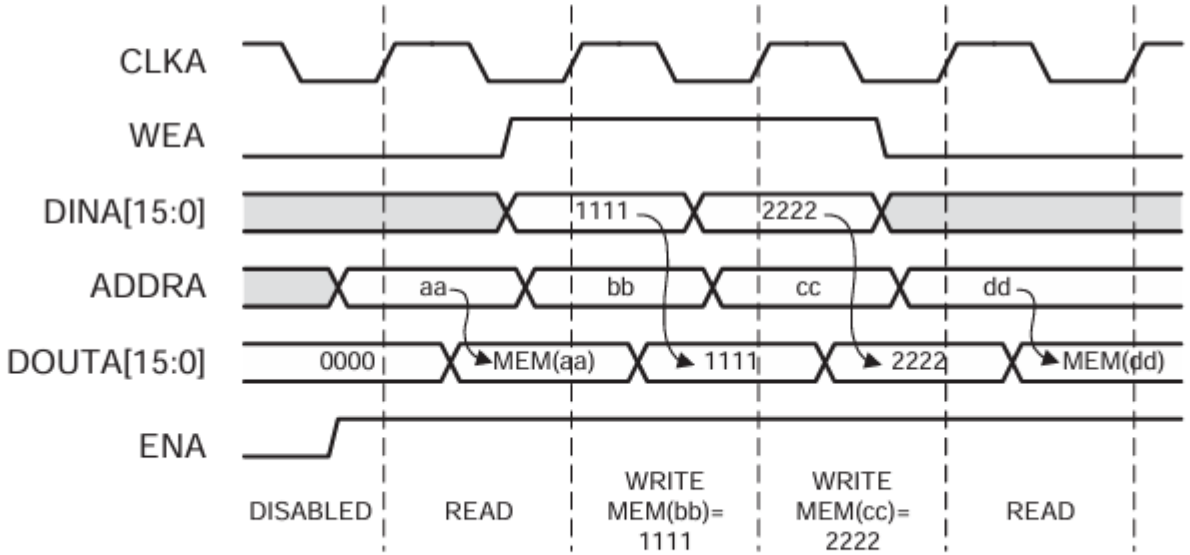

Figure 3-9: **Write First Mode Example**
- **Write First Mode**: In WRITE_FIRST mode, the input data is simultaneously written into memory and driven on the data output, as shown in Figure 3-9. This transparent mode offers the flexibility of using the data output bus during a Write operation on the same port.